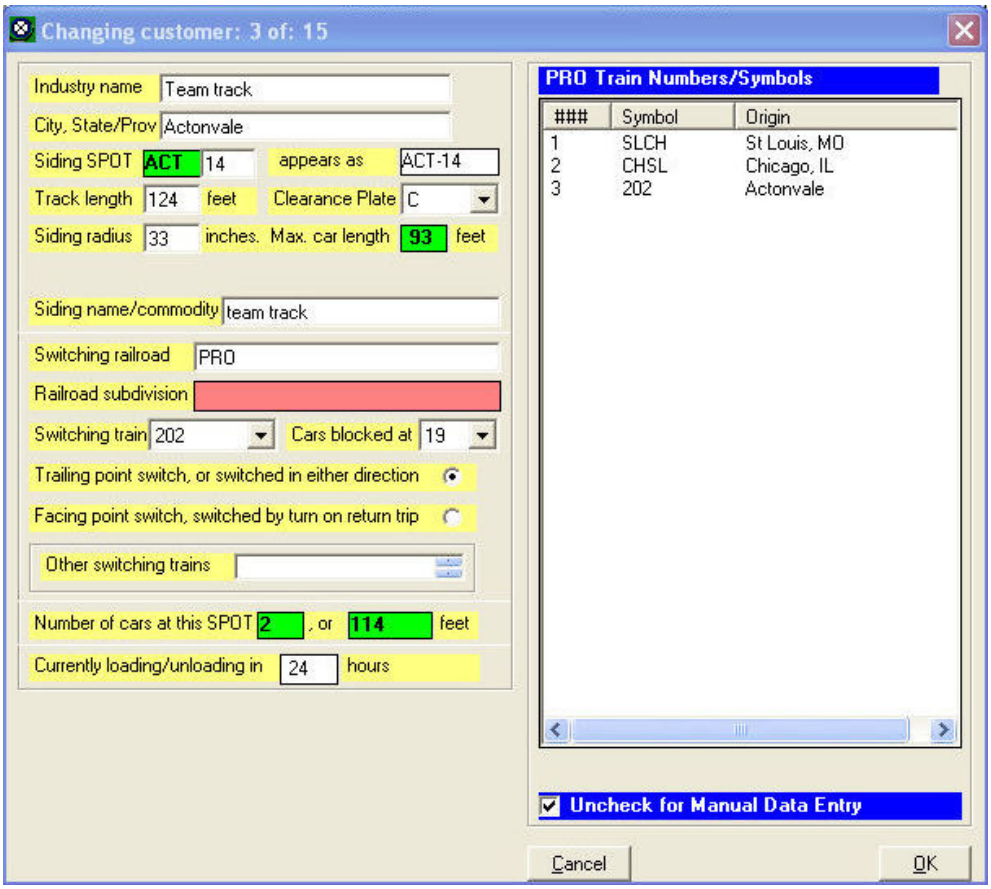

Figure 6-3
8. Leave all the remaining data fields blank or as they are. Figure 6-3 shows what the changed window should look like. Note that the values in the "Number of cars at this SPOT..." data fields (number of cars and length) may differ from what is shown here.